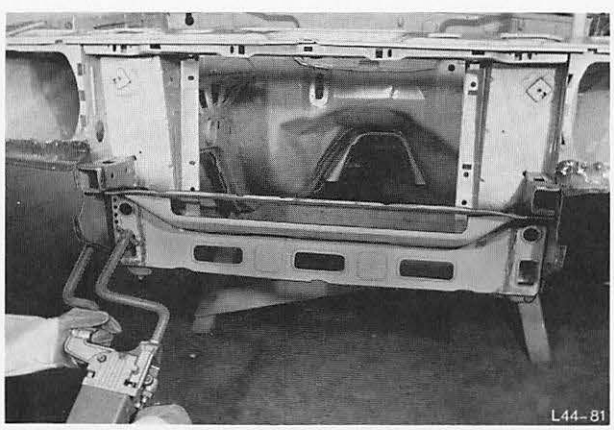

Abb. 77 Querträger einpunkten
6. Querträger einpunkten und schweißen, Abb. 77.